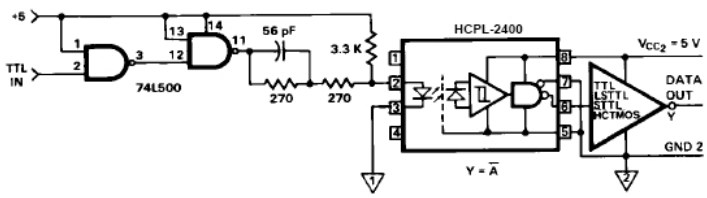

Figure 13. Recommended 20 MBd HCPL-2400/30 interface circuit.
5. The typical data shown is indicative of what can be expected using the application circuit in Figure 13.
6. This specification simulates the worst case operating conditions of the HCPL-2400 over the recommended operating temperature and V_{CC} range with the suggested application circuit of Figure 13.
A recommended LED drive circuit is shown in Figure 13. This circuit utilizes several techniques to minimize the total pulse-width distortion at the output of the optocoupler. By using two inverting TTL gates connected in series, the inherent pulse-width distortion of each gate cancels the distortion of the other gate. For best results, the two series-connected gates should be from the same package.
The circuit in Figure 13 also uses techniques known as prebias and peaking to enhance the performance of the optocoupler LED. Prebias is a small forward voltage applied to the LED when the LED is off. This small prebias voltage partially charges the junction capacitance of the LED, allowing the LED to turn on more quickly. The speed of the LED is further increased by applying momentary current peaks to the LED during the turn-on and turn-off transitions of the drive current. These peak currents help to charge and discharge the capacitances of the LED more quickly, shortening the time required for the LED to turn on and off.